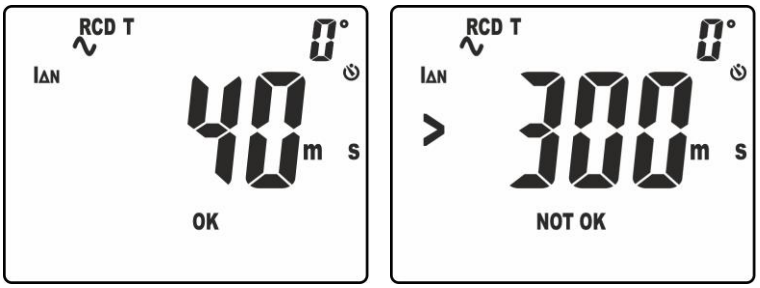

Fig. 35: Tempo de disparo no modo manual em IΔn
10. O resultado correto da medição é apresentado no display (ver Fig. 35 – parte esquerda) com indicação “OK”
11. O resultado da medição incorreto é apresentado no display (ver Fig. 35 – parte direita) com indicação “NÃO OK”. Um curto som contínuo é emitido pelo instrumento